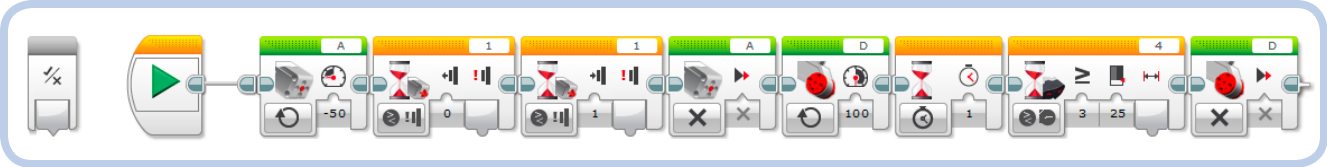

Figure 10-11: The Step *My Block before it is completed*
8. We're not done with the *Step* My Block quite yet, because the input is not connected to the blocks in the inner sequence of the My Block. Double-click either of its two instances to edit it. It should open, as shown in Figure 10-11. As you can see, the *Side* input has no Data Wire yet.